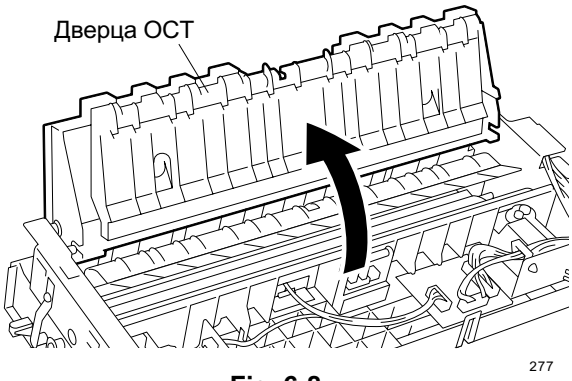

Fig. 6-8
3. Снимите направляющую бумаги ОСТ в сборе. (см. Fig. 6-8 и 6-9)
2. Откройте дверцу OCT. (см. Fig. 6-8)
3. Снимите направляющую бумаги OCT в сборе. (см. Fig. 6-8 и 6-9)